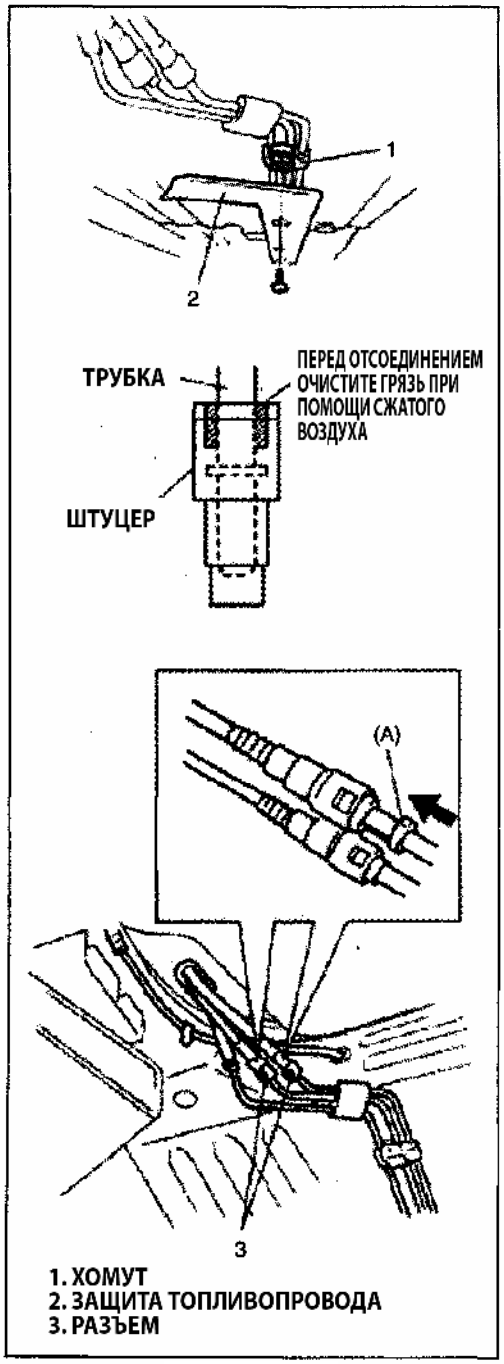

Рис. 326
5) Отсоедините топливные шланги с обеих сторон топливной трубки. Процедура разборки разъема показана на рисунке (Рис. 326):